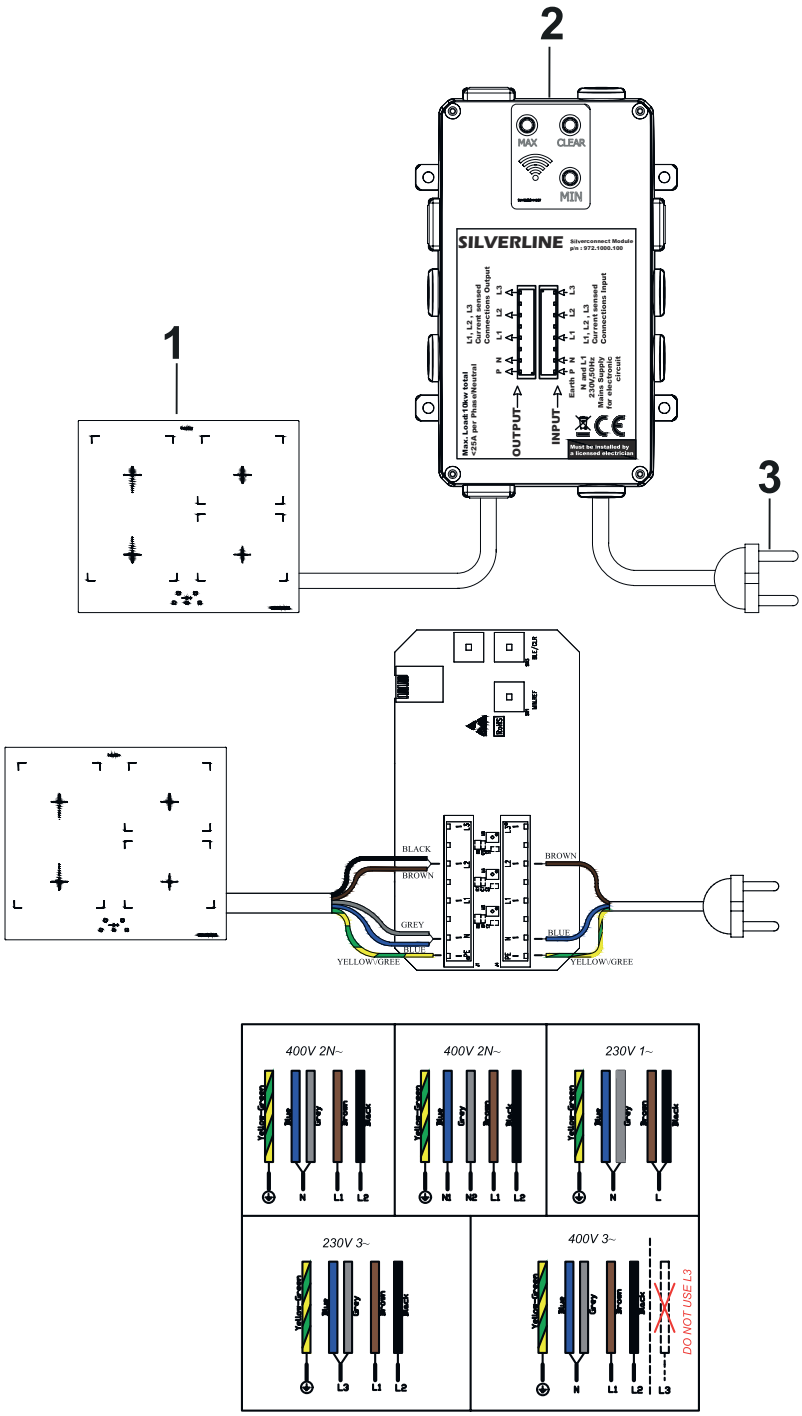

Fig. 46: Forbindelse af kogeplade og silverconnect
- ⇨ Der skal nu være blå lys ved alle 3 knapper på silverconnect. (Fig. 46/ nr.2)
4. Tryk nu igen på knappen "clear" i 3 sekunder og slip herefter. Nu skulle de blå lys, lyse konstant. (Fig. 46)
8. GENKENDELSE AF MIN. NIVEAU: Sørg for at zonerne er slukket på kogepladen og at den er på standby. Vent nu 7 sekunder og tryk og hold herefter på "min" knappen på silverconnect i 2 sekunder (Fig. 46) og vent nu i 7 sekunder igen. I medens vil de blå lys blinke en gang. Når lysene har blinket en gang, er min. niveau godkendt.
9. GENKENDELSE AF MAKS. NIVEAU Sørg for at alle zoner er tændt på kogepladen og at der er fuld styrke på alle zoner. Vent nu 7 sekunder og tryk og hold herefter på "max" knappen på silverconnect i 2 sekunder (Fig. 46) og vent nu i 7 sekunder igen. I medens vil de blå lys blinke en gang. Når lysene har blinket en gang, er min. niveau godkendt.